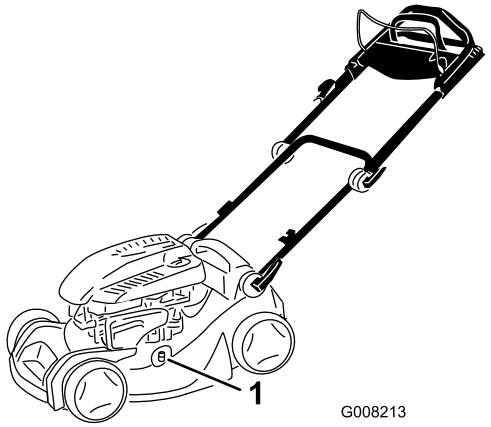

Figure 31
4. Branchez un tuyau d'arrosage, relié à une arrivée d'eau, au embout de lavage du carter de la tondeuse (Figure 31).